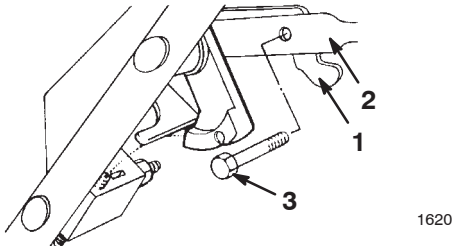

Figure 5
8. Secure the control lever to the control bar with a bolt and a locknut (Fig. 5).